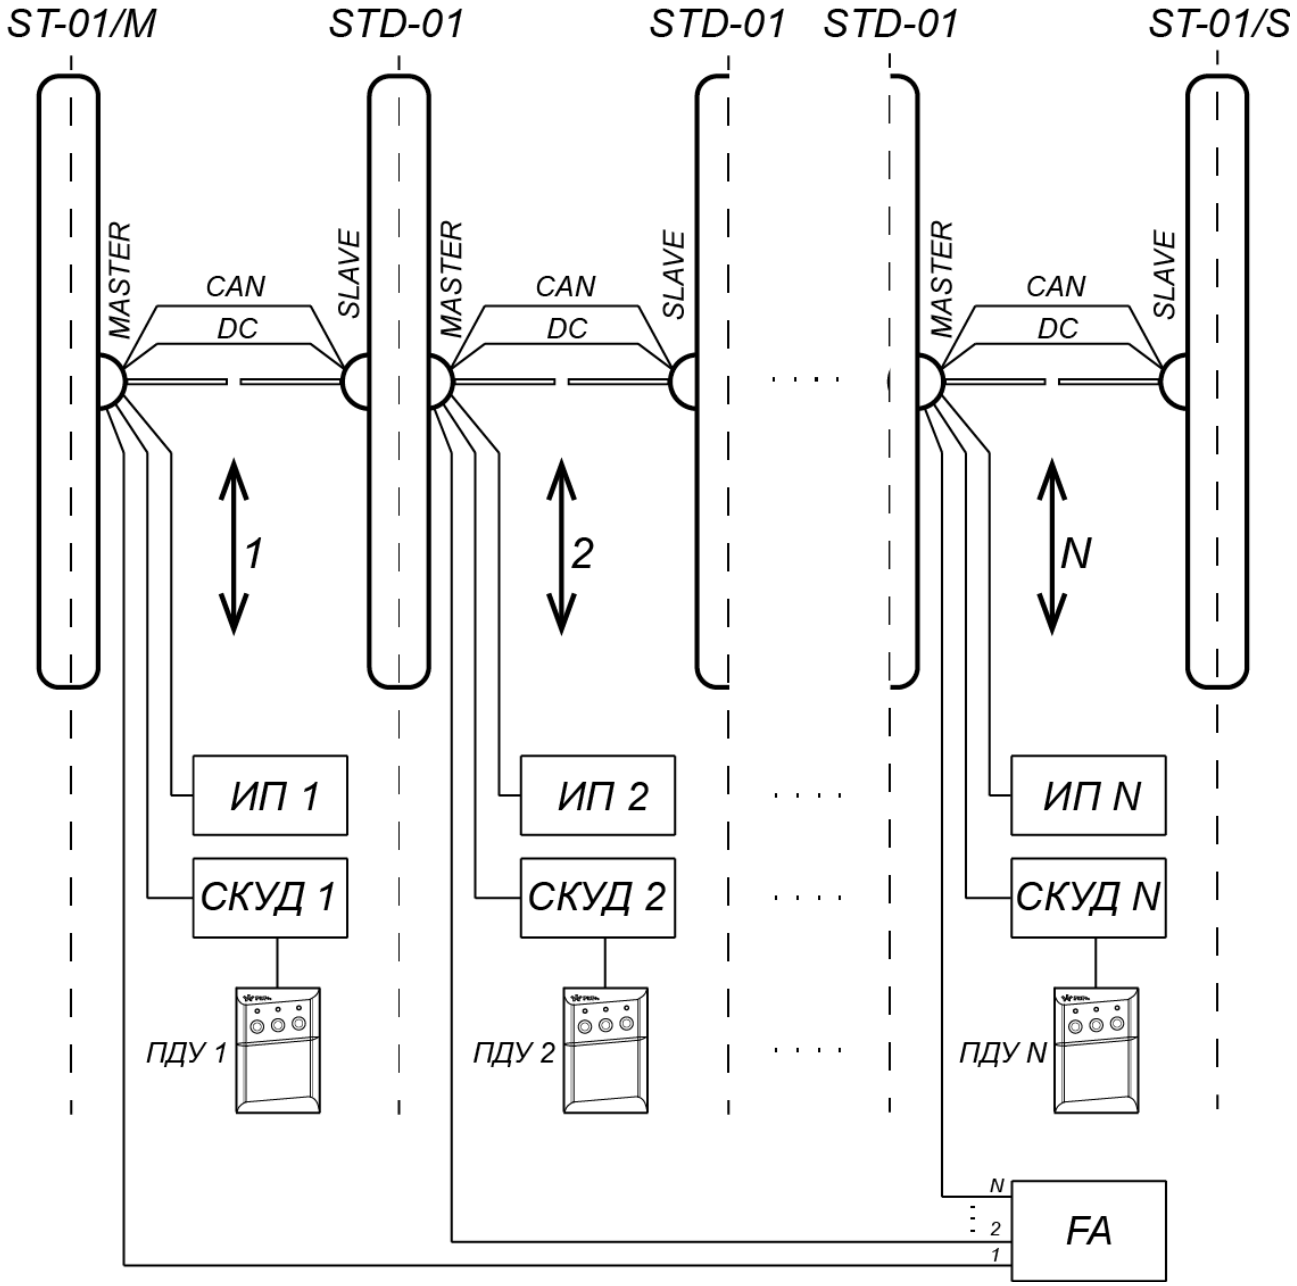
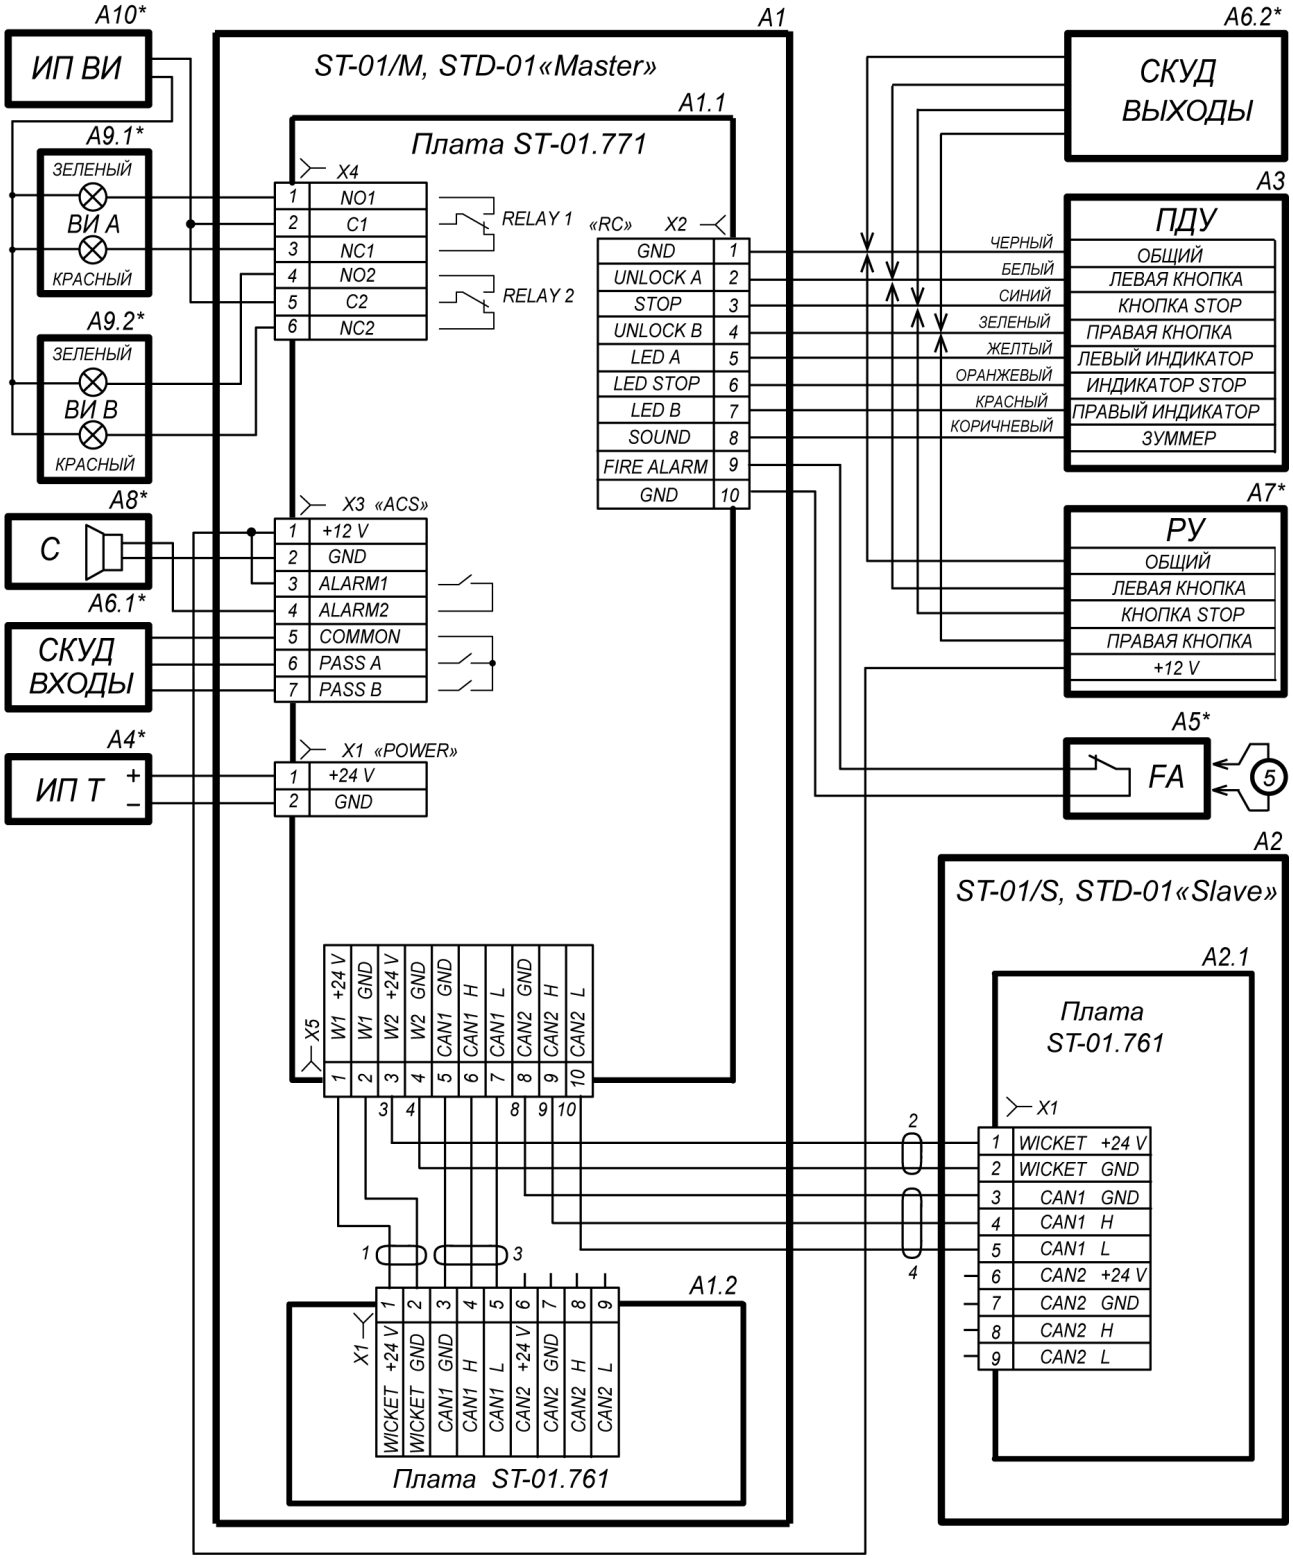

Рисунок 18. Схема соединений турникета PERCo-ST-01 и двусторонних секций PERCo-STD-01 для организации проходной с несколькими зонами прохода
Рисунок 19. Схема электрических соединений турникета[1]
Содержание монтажных операций дано с учетом рекомендаций, приведенных в разд. 8.1. Оборудование и инструменты, необходимые при монтаже, перечислены в разд. 8.2. Номера позиций указаны в соответствии с рис. 7 и 8. Схема электрических соединений турникета приведена на рис. 19. Типы кабелей, используемых при монтаже, перечислены в табл. 5. На рис. 18 приведен пример схемы соединений турникета и двусторонних секций при организации проходной с несколькими зонами прохода.
Если нет возможности использовать способ протяжки кабелей кондуктором, при необходимости кабели DC и CAN можно проложить сразу, до начала установки секций. Данные кабели находятся в центральной стойке секции (стороны секции) *Slave* внизу под кожухом. Для этого необходимо распаковать секцию *Slave*, снять кожух с центральной стойки (см. рис. 20), вынуть кабели DC и CAN и отсоединить их от платы управления приводом. На концах жил кабелей имеются маркеры с номерами, соответствующими схеме соединений (рис. 19).
14. Через отверстие для ввода кабелей в основании центральной стойки двусторонней секции (со стороны *Master*) введите внутрь стойки кабели для управления второй зоной прохода: от ИП, от ПДУ или контроллера СКУД, от устройства *Fire Alarm* и дополнительного оборудования, а также кабели DC (19) и CAN (20) от секции (стороны секции) *Slave* или же кондуктор для их протяжки.
20. Подключите кабели к плате управления первой зоны прохода согласно схеме электрических соединений турникета (см. рис. 10 и рис. 19). Плата расположена в нижней части центральной стойки секции *Master*.
Соединительные кабели DC (2) и CAN (4) подключаются к клеммным колодкам ***X5*** платы управления секции *Master* и ***X1*** платы привода секции *Slave* в соответствии с маркировкой их жил (см. рис. 19).